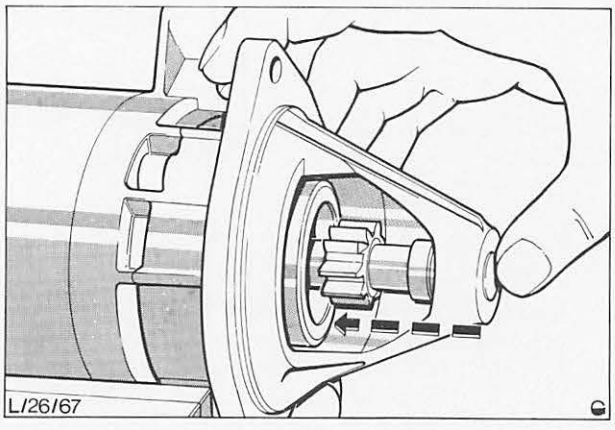

Abb. 77 Anker durch die Lagerbüchsen verschieben
20. Anker durch die Lagerbüchse zum Kollektorlagerschild hin schieben, Abb. 77, damit das größtmögliche Vorstehmaß der Welle erreicht wird. Ausgleichscheiben von ausreichender Gesamtdicke auf die Ankerwelle aufsetzen, so daß der Anker bei montierter U-Scheibe kein Axialspiel aufweist.